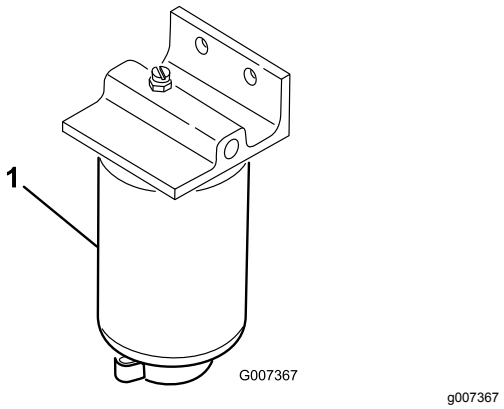

Figur 56
1. Anbring en ren beholder under brændstoffilteret (Figur 56).